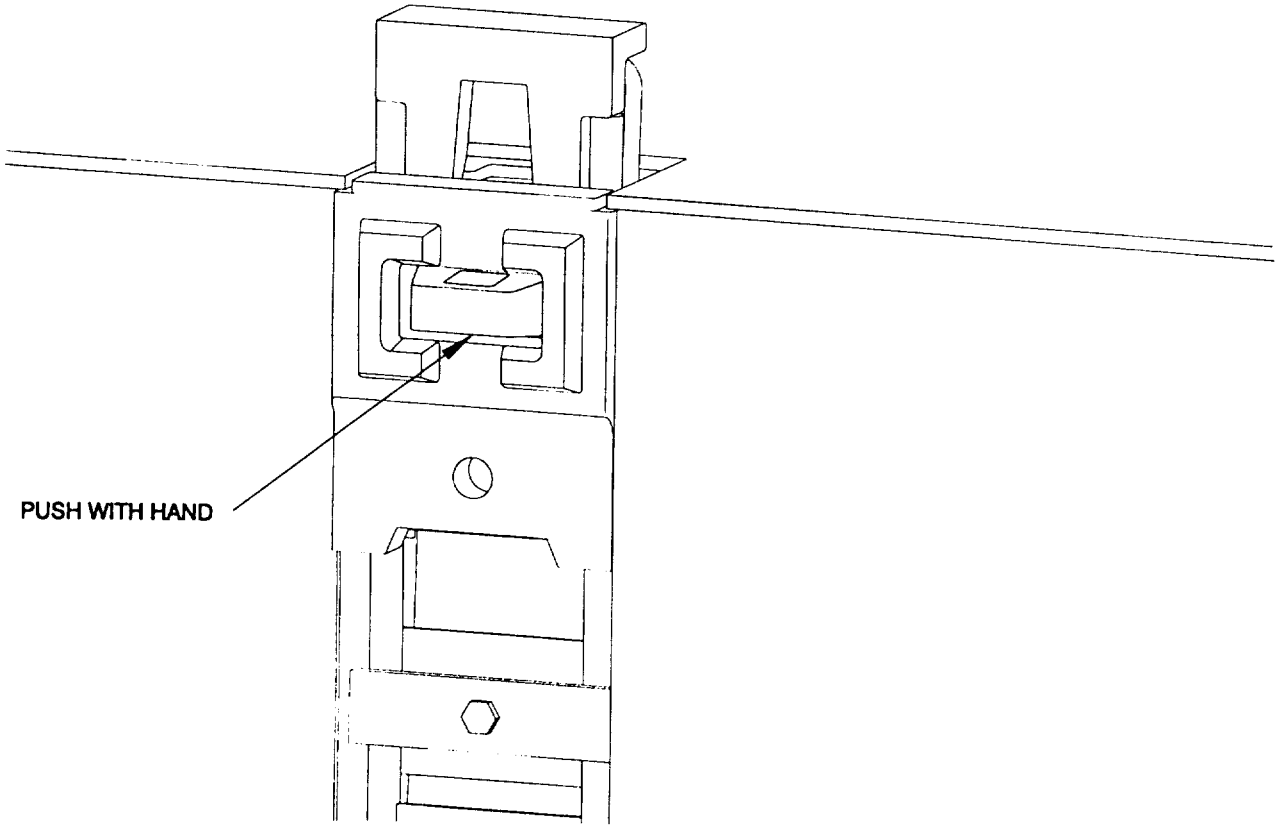

Figure 2-45. Stowing Male Connector Pins.
d. Depress the upper connector pin against its deployment spring into the upper male housing with hand (Figure 2-45).